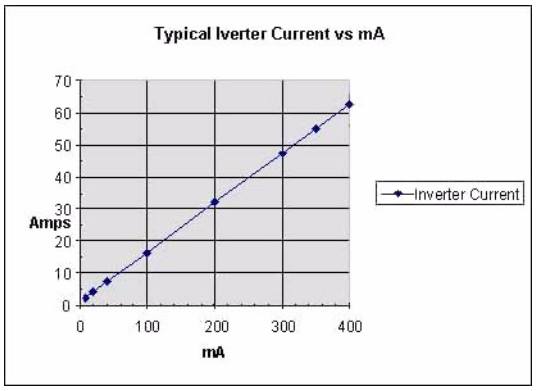

Figure 2-104 Inverter Current vs. mA
2.) The APPROXIMATE inverter current can be found in Figure 2-104.